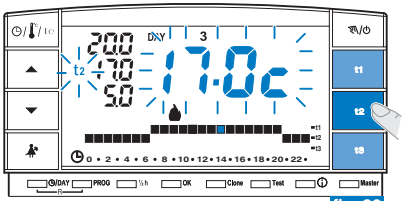

fig. 20
- Pulsar la tecla (**t1** o **t2** o **t3**) correspondiente al set de temperatura que se desea modificar: el correspondiente índice de temperatura (**t1** o **t2** o **t3**) y las cifras centrales grandes parpadean (las cifras centrales grandes parpadeantes indicarán la temperatura de set configurada) (fig. 20).